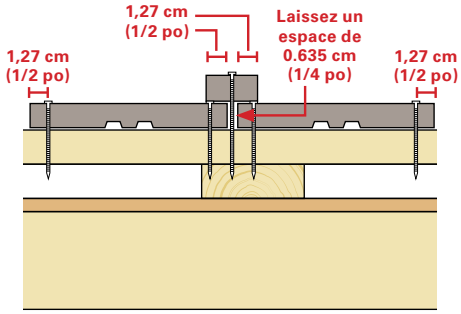

Fig. 18
- Clouez le centre du tasseau et entre les deux planches de revêtement pour éviter que le revêtement se fissure. *(Voir la figure 18)*